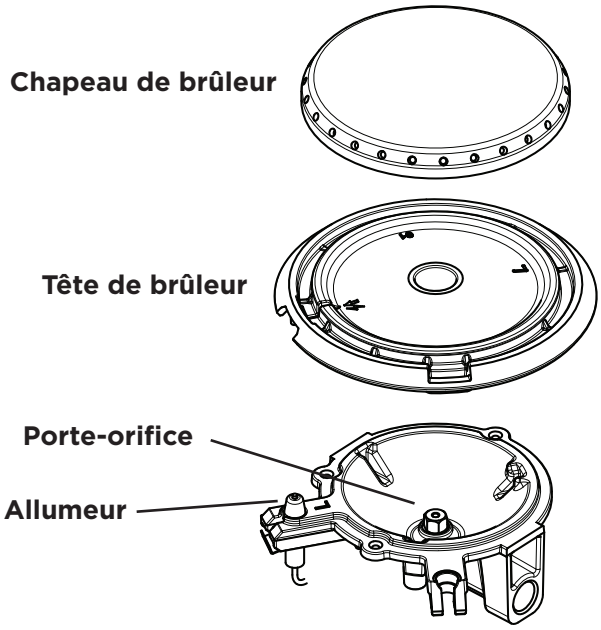

Figure 13: Composants de brûleurs scellés
1. Retirer le capuchon de la tête de brûleur (voir Figure 13). Nettoyer le capuchon à l'eau chaude savonneuse et sécher soigneusement.